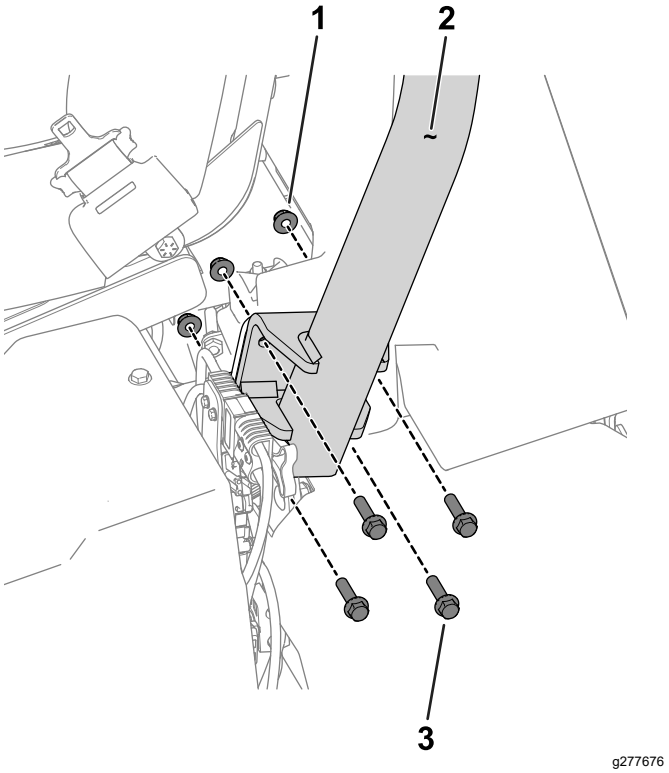

Figura 3
3. Utilice 8 pernos de cabeza hexagonal (⅜" x 1½") y 8 tuercas (⅜") para sujetar la barra anti-vuelco a los soportes de la barra antivuelco en cada lado de la máquina (Figura 3).